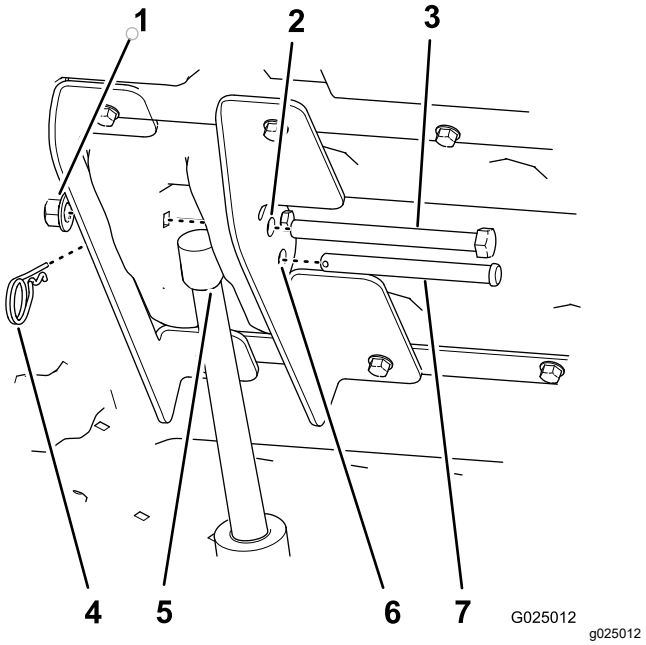

Figur 11
7. Tryk den opadgående plade på ladløftekontakten for at strække stangen på løfteaktuatoren ud, indtil hullet er rettet ind efter hullerne i det indvendige og udvendige løftebeslag (Figur 11).
8. Fastgør løfteaktuatorstangen til løftebeslagene med gaffelbolten (3½") og låseclipsen (Figur 11).
10. Sæt sekskantsbolten (½" x 5½") gennem de resterende huller på 12,7 mm i de indvendige og udvendige løftebeslag (Figur 11), og fastgør den med en låsemøtrik (½"), indtil møtrikken sidder godt fast.
2. Afmonter låseclipsen og gaffelbolten, der fastgør aktuatorstangen til de indvendige og udvendige løftebeslag (Figur 11).
7. Sænk ladet, og ret løfteaktuatoren ind efter løftebeslagene (Figur 11).
8. Fastgør løfteaktuatoren til løftebeslagene med gaffelbolten og låseclipsen (Figur 11).